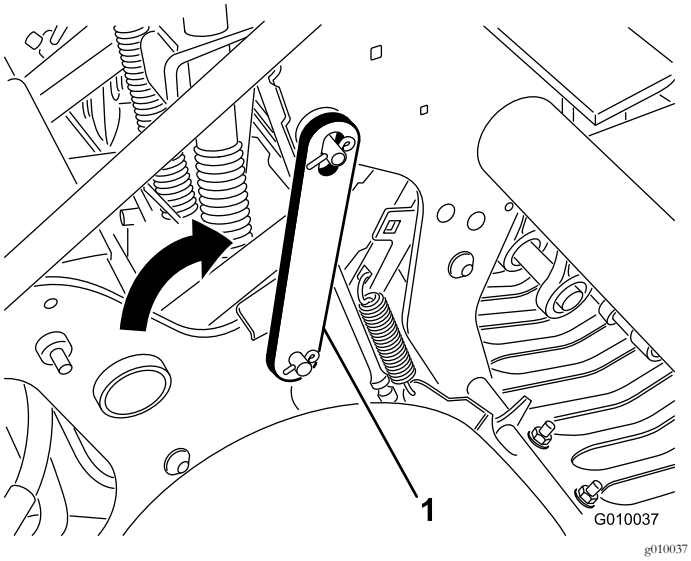

Figur 21
4. Drej servicelåsen bagud, og sæt den fast på kernehovedstiften (Figur 21). Fastgør den med klemmeringen.